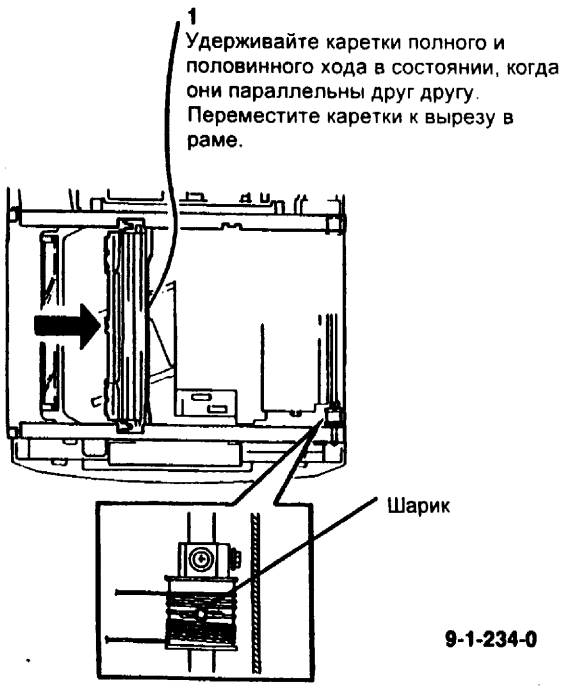

Рис. 3 Перемещение кареток
1. (Рис. 3) Переместите каретки к вырезу в раме.